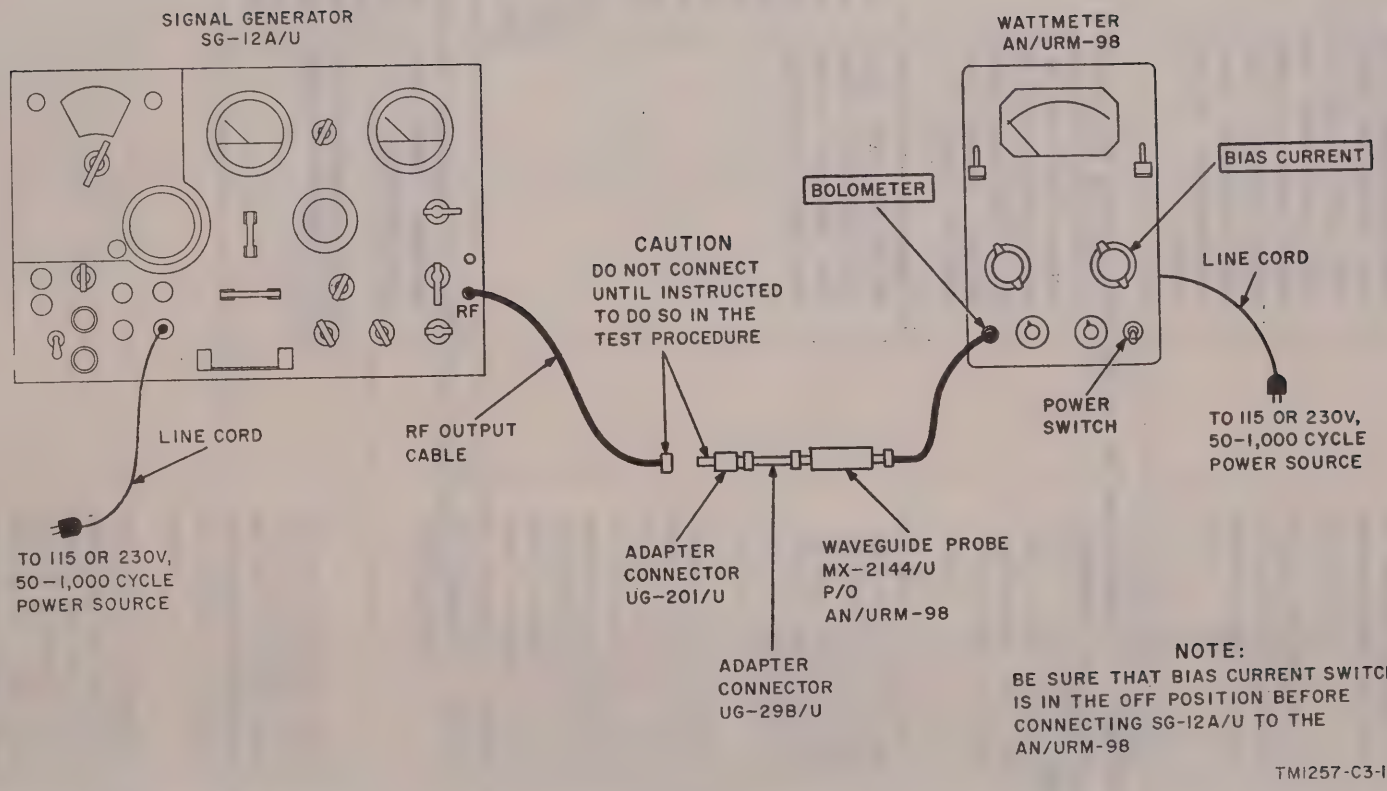

Figure 43.2. RF output test.
b. Test Connections and Conditions. Do not connect the SG-12A/U to the AN/URM-98 (fig. 43.2) until instructed to do so in the test procedures.